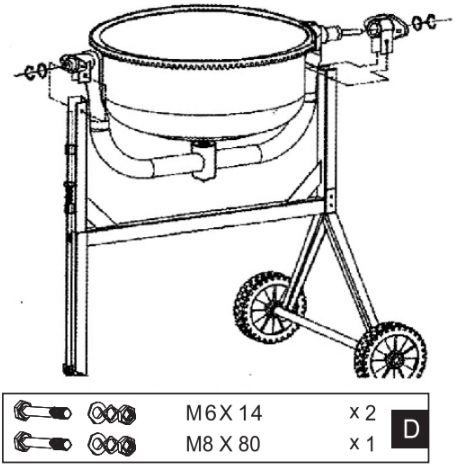

Рисунок 5. Схема встановлення нижньої частини змішувального барабану на раму.
4. Встановити нижню частину барабана із опорним важелем на зібрану опорну стійку з рамою, та зафіксувати болтами (рис. 5).